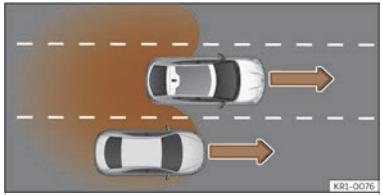

Fig. 155 Dépassement sur la voie centrale puis retour sur la voie de droite.
- Lorsque le véhicule dépasse un autre véhicule ››› **fig. 155** en cas de différence de vitesse d'environ 10 km/h (6 mph). Si le dépassement est considérablement plus rapide, aucune indication ne s'affiche.